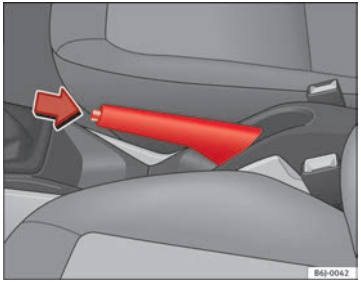

Fig. 110 Handbrake between the front seats
– Pull the handbrake lever up firmly ⇒ Fig. 110.
– Pull the lever up slightly and press the release knob in the direction of the arrow ⇒ Fig. 110 and guide the handbrake lever down fully ⇒ ⚠.